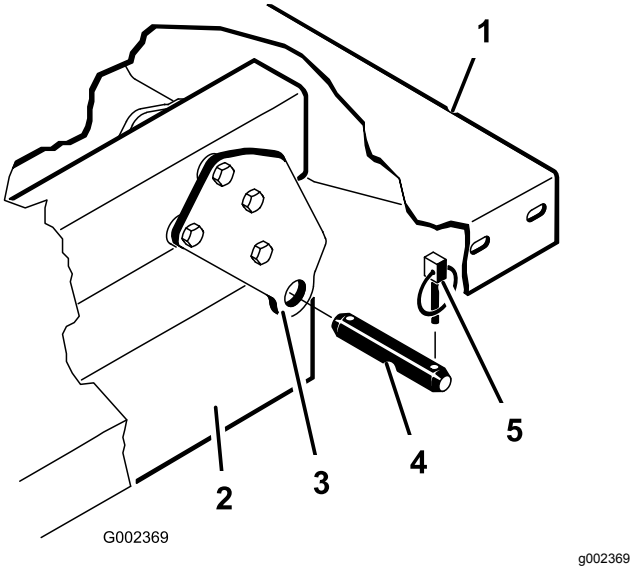

Figur 4
6. Fjern ringstiftene og splittpinnene som fester svingbrakettene for planet til maskinens rammekanaler (Figur 4).